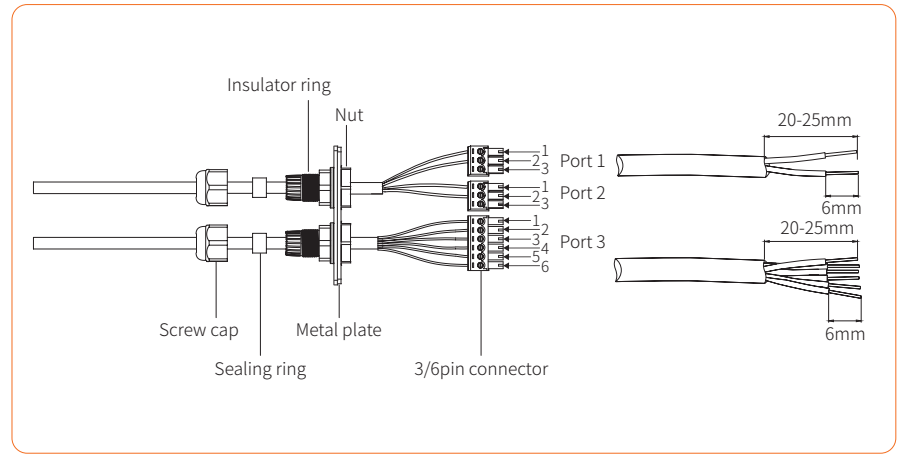

Figure 4-24
① Remove the COM2 plate in the bottom of the inverter with a cross screwdriver.
② Put the cable through the connector and connect to the terminal in the following order: screw cap, sealing ring, insulator, metal plate, nut and 3/6pin connector, as shown in Figure 4-24: